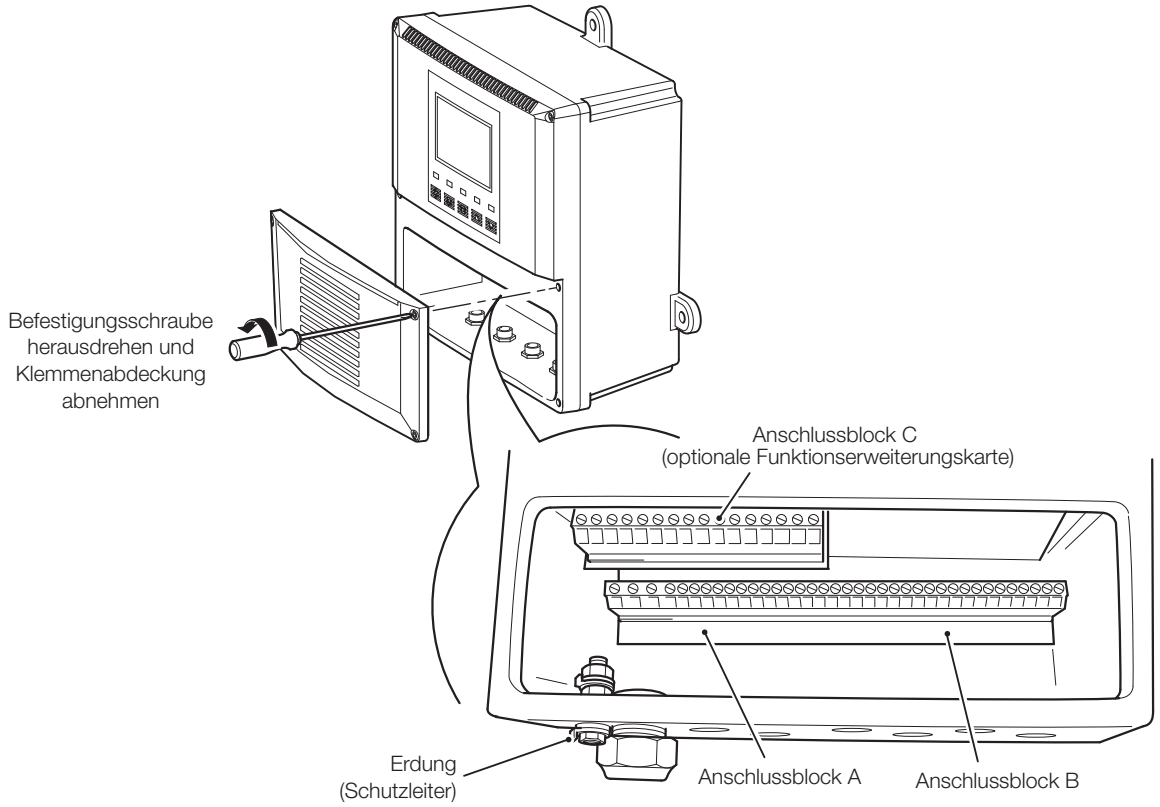
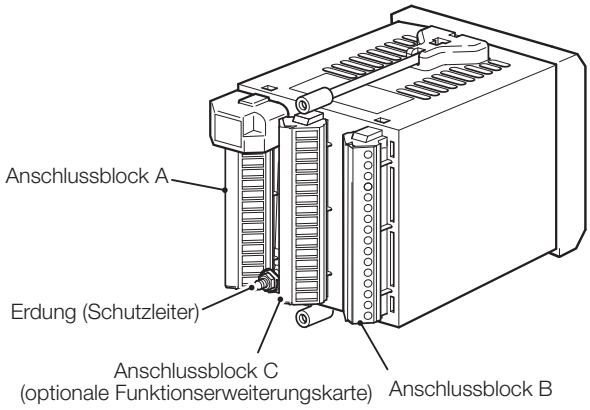

Abb. 6.8 Zugang zu Anschlüssen, wand-/rohrmontierte Analysatoren
Abb. 6.10 Zugang zu Anschlüssen, schalttafelmontierte Analysatoren
- Der Erdungs- bzw. Schutzleiteranschluss der Stromversorgung **muss** mit dem Erdungs- bzw. Schutzleiterbolzen am Analysatorgehäuse verbunden werden – siehe Abb. 6.8 (wand-/rohrmontierte Analysatoren) oder Abb. 6.10 (schalttafelmontierte Analysatoren).
- Am Analysatorgehäuse ist ein Erdungs- bzw. Schutzleiterbolzen zum Anschluss an die Gehäusesammelschiene angebracht – siehe Abb. 6.8 (wand-/rohrmontierte Analysatoren) oder Abb. 6.10 (schalttafelmontierte Analysatoren).
6.4.1 Zugang zu den Anschlussklemmen (Abb. 6.8)
- Werden nicht-metallische Leitfähigkeitsmesszellen verwendet oder metallische Leitfähigkeitsmesszellen, die massefrei (erdfrei) montiert sind, z. B. durch Montage in Plastikrohr, ist Klemme B14 (bei Zweikanal-Analysatoren auch Klemme B6) mit dem Erdungs- bzw. Schutzleiterbolzen am Analysatorgehäuse zu verbinden – siehe Abb. 6.8.
6.5.1 Zugang zu den Anschlussklemmen (Abb. 6.10)
- Werden nicht-metallische Leitfähigkeitsmesszellen verwendet oder metallische Leitfähigkeitsmesszellen, die massefrei (erdfrei) montiert sind, z. B. durch Montage in Plastikrohr, ist Klemme B14 (bei Zweikanal-Analysatoren auch Klemme B6) mit dem Erdungs- bzw. Schutzleiterbolzen am Analysatorgehäuse zu verbinden – siehe Abb. 6.10.